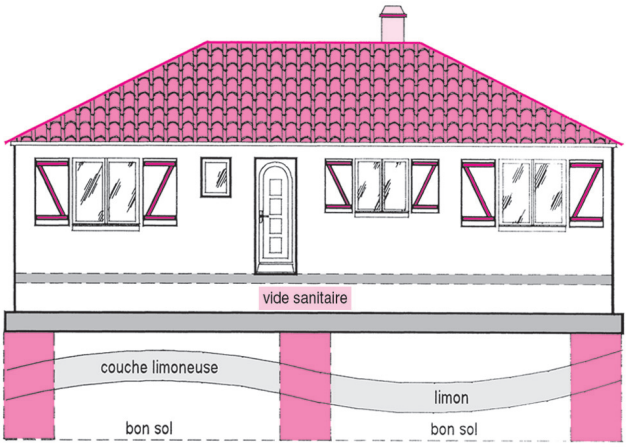

Fig. 23 : Sol avec couche limoneuse sujette à tassement
- couche limoneuse en sandwich ou poches d'argiles (fig. 23 et 24) ;